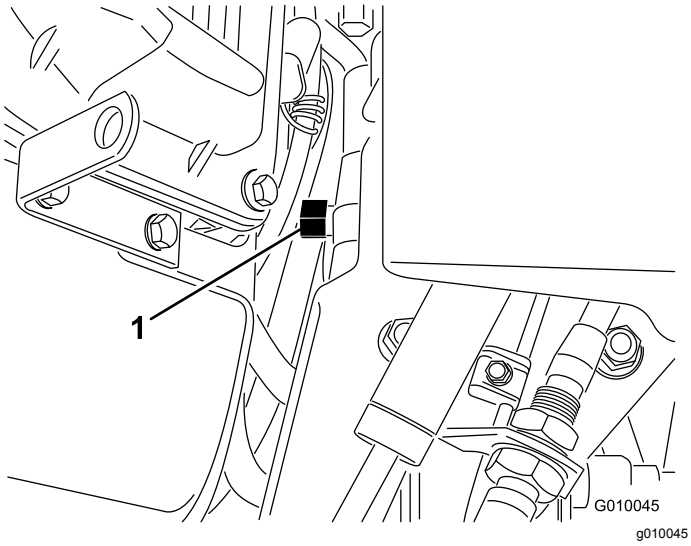

Figur 31
2. Find omløbsventilen mellem motoren og den hydrostatiske pumpe (Figur 31).
3. Drej omløbsventilen en omgang mod uret med en skruenøgle på ⅝ tommer. Derved får hydraulikvæsken mulighed for at løbe uden om pumpen, hvilket gør hjulene i stand til at dreje (Figur 31).
5. Drej omløbsventilen én omgang med uret for at betjene maskinen igen (Figur 31).